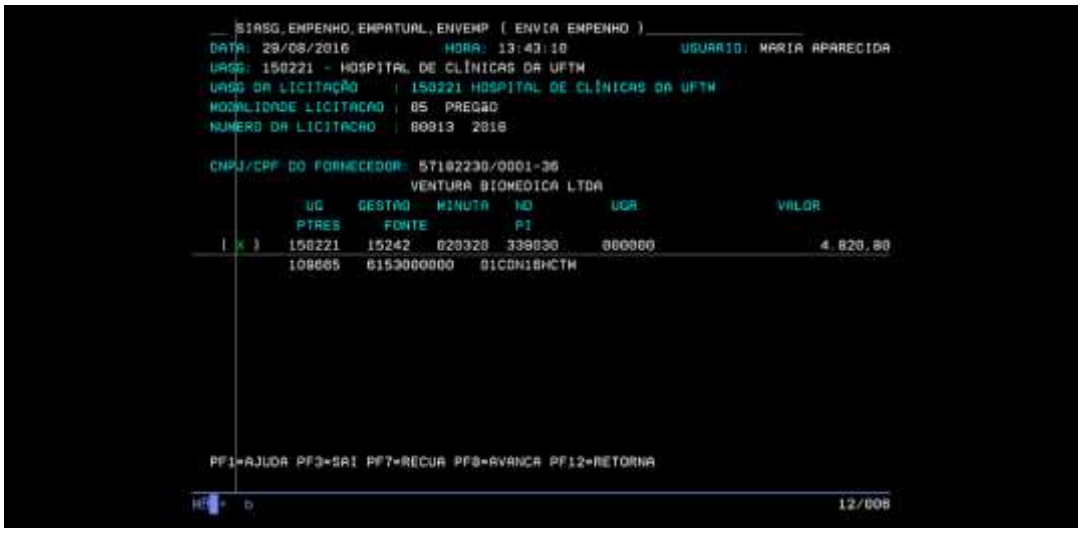

Figura 21: Seleção da minuta
- Pressionado o botão "Enter" será gerada minuta de empenho. Deverá ser observado se o valor da minuta confere com o valor total da AF. Confirmadas as informações o usuário deverá digitar "X" na minuta gerada e pressionar o botão "Enter". (Obs.: Anotar, com lápis, o número da "Minuta" pois se o sistema cair, poderá ser necessário) (Figura 21);